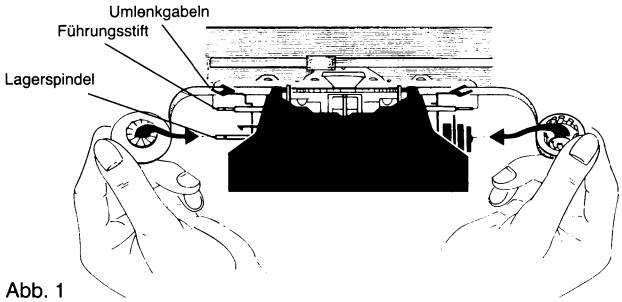

Abb. 1
2. Drehen Sie die Handflächen nach oben, so daß die Transportzähne der Spulen ebenfalls nach oben zeigen (Abb. 1).
3. Führen Sie das gestraffte Band in Höhe der beiden Umlenkgabeln zwischen Farbband und Zeilenrichter in die Maschine ein (Abb. 1).
5. Drehen Sie den Zahnkranz der linken Spule zur Lagerspindel (linker Pfeil in Abb. 1). Führen Sie das Band über den Führungsstift (Abb. 1) und setzen Sie die Spule auf die Spindel. Drücken Sie die Spule an, bis sie einrastet.
6. Drehen Sie die rechte Spule so, daß die Transportzähne zur Lagerspindel zeigen (rechter Pfeil in Abb. 1). Führen Sie das Band über den Führungsstift und drücken Sie die Spule auf die Lagerspindel bis sie einrastet.